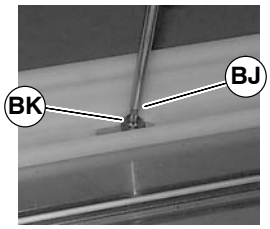

Figure 46
2. With a T−20 Torx head wrench, remove screw (BJ of Figure 46) and bushings (BK).